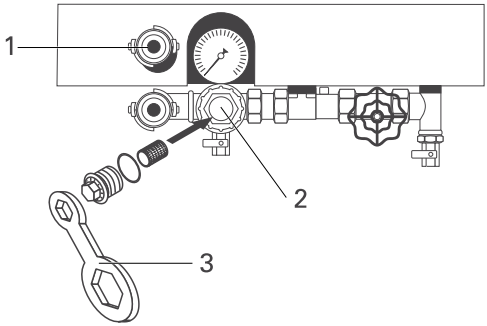

Abb. 21: Wassersiebe in der Wasserarmatur
- Verwenden Sie zum Ausbau der Wassersiebe den Spezialschlüssel (Abb. 21, 3)